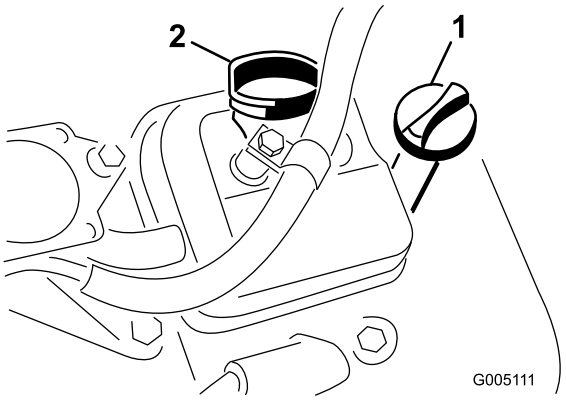

**Figur 25**
3. Sæt målepinden ned i målepindsrøret, og sørg for, at den sidder helt i bund (Figur 25).